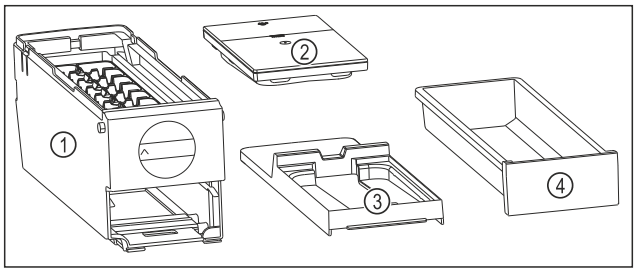

Fig. 107 Composants de l'EasyTwist-Ice
▷ L'EasyTwist-Ice est démonté en quatre parties. (voir Fig. 107)
▶ Ne démonter l'EasyTwist-Ice que de la manière illustrée. (voir Fig. 107)
▶ Nettoyer le corps de l'EasyTwist-Ice *Fig. 107 (1)* dans son ensemble.